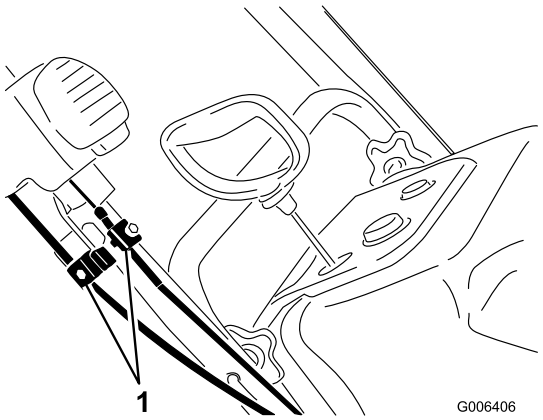

Figur 38
1. Lossa de båda klämmorna från Quick Shoot-reglagevajrarna (Figur 38).